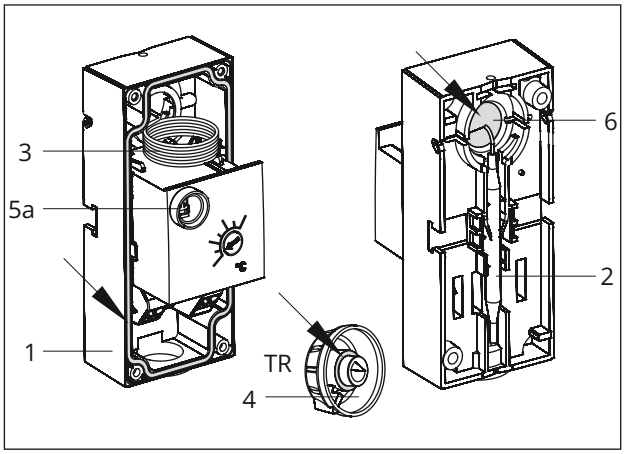

Fig. 8: *Single thermostat · Inside view*
The supplied seal must be inserted to meet the requirements for degree of protection IP54 (see Fig. 8).
⇨ *Do not remove the seals in the housing (1) and on the set point adjuster of the temperature regulator (4). See Fig. 8.*
⇨ *The thermostat must only be operated with an inserted seal (6). See Fig. 8.*